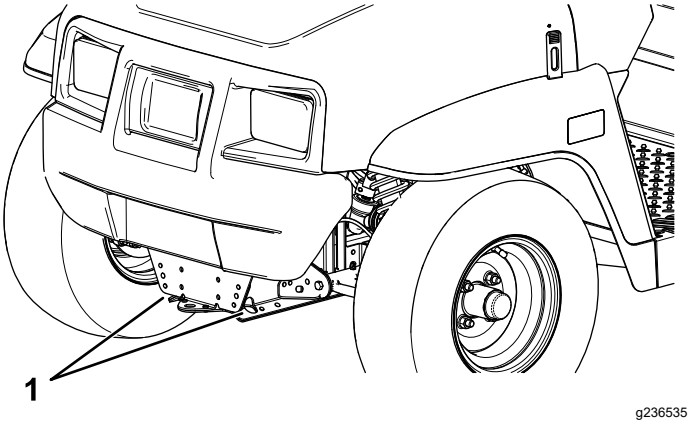
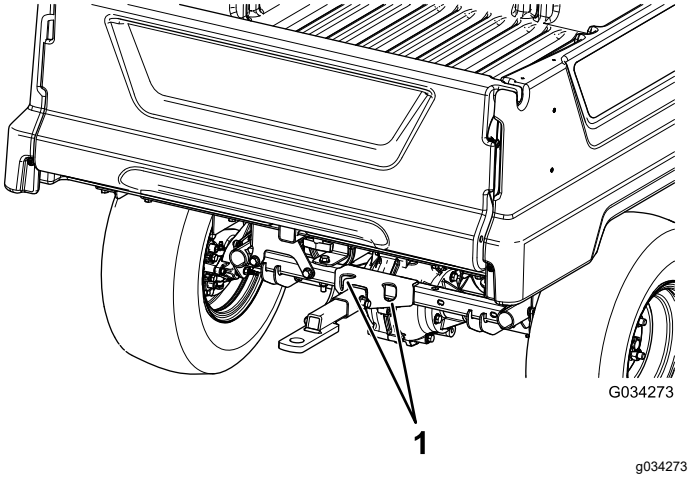

Figur 21
Figur 22
Se Figur 21 og Figur 22 for informasjon om festepunktene på maskinen.
2. Fest et tau til tungen på frontrammen (Figur 21).